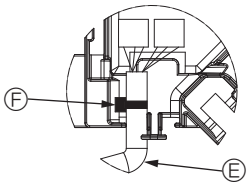

Fig. 10-10
- **Coloque la abrazadera que sujeta el cable del motor de los deflectores del panel en la caja de conexión, tal como se muestra en el diagrama. (Fig. 10-10)**